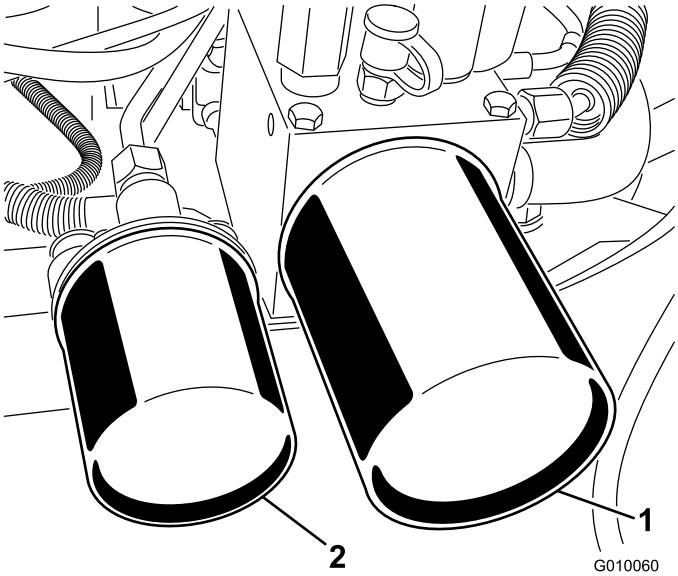

Figure 59
2. Placez un bac de vidange sous le filtre, retirez les filtres usagés et essuyez la surface du joint des adaptateurs (Figure 59).